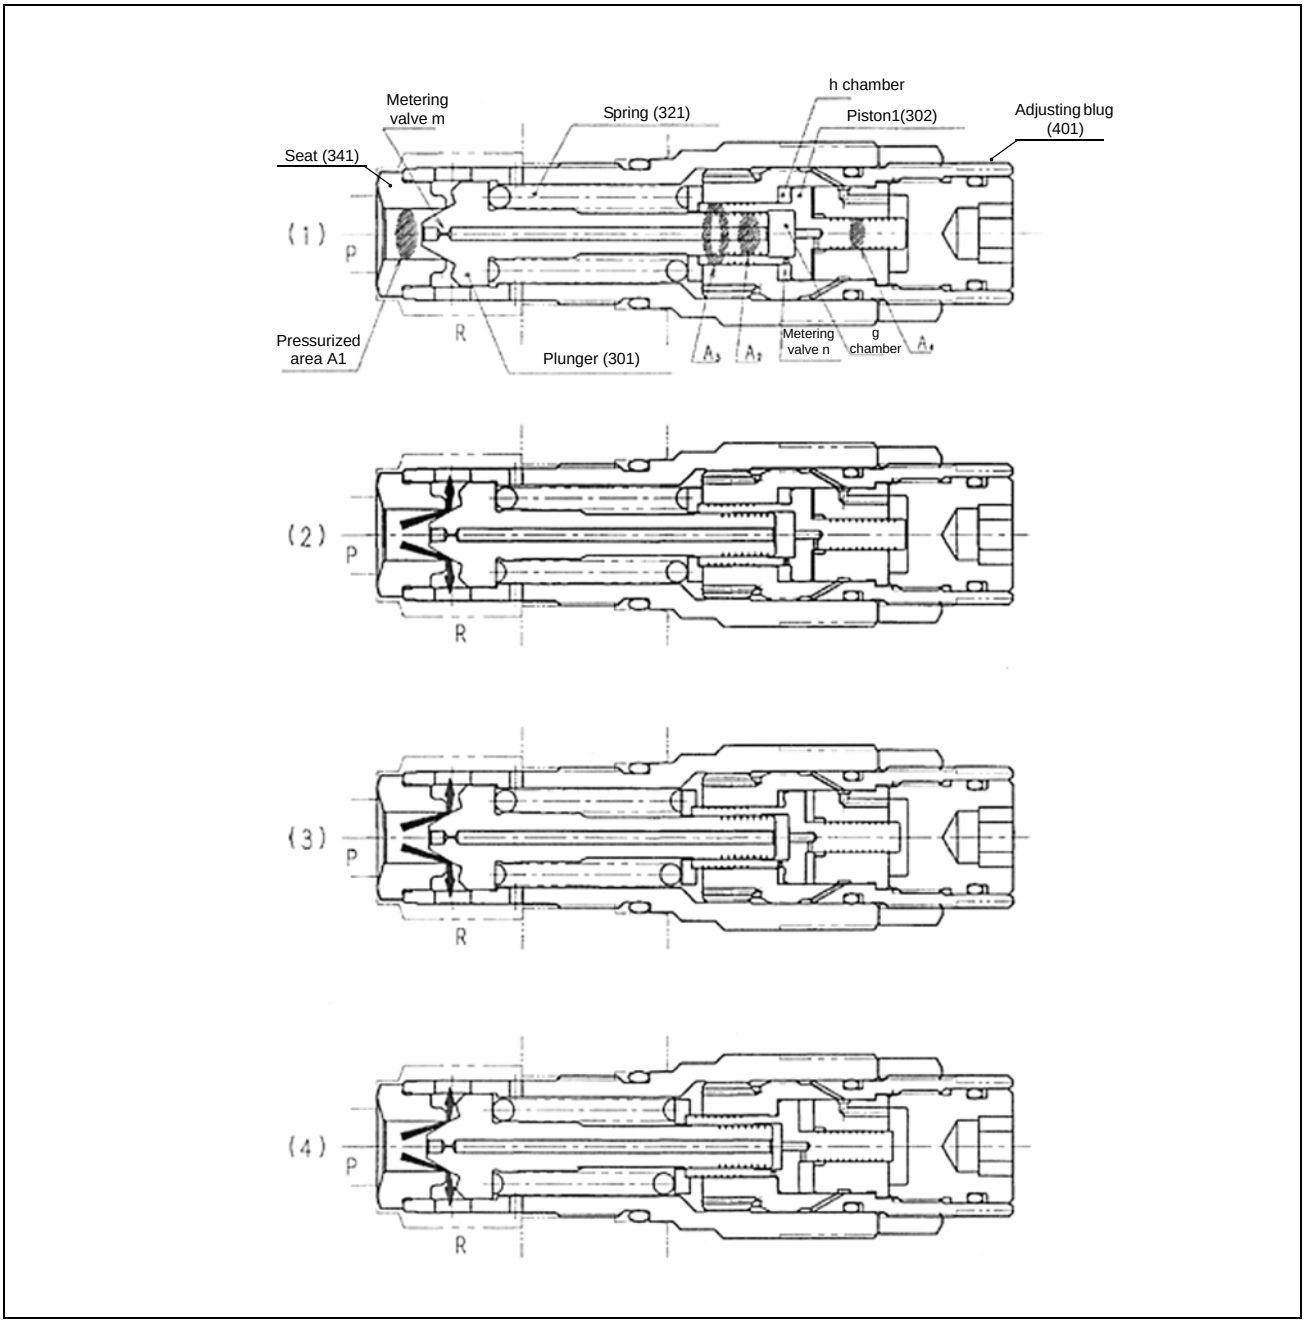

Figure 1. Relief valve operation explanation diagram
Initially the P and R ports are set to the tank pressure as shown in Figure 1-(1).
The following explains this process using the relationship between the moving parts shown in Figures 1-(2) - (4) and the relief pressure.
(1) The state shown in Figure1-(2)
(2) The state shown in Figure 1-(3)
(3) The state shown in Figure 1-(4)
As pressure to P port is removed, pressure in g chamber also decreases to the tank pressure. Because of the above change in pressure, the currently opened plunger (301) is moved leftward until it is seated on the seat (341). At the same time, the piston (1) (302) also is moved rightward by spring (321), resulting in the restoration of the state shown in Figure 1-(1).